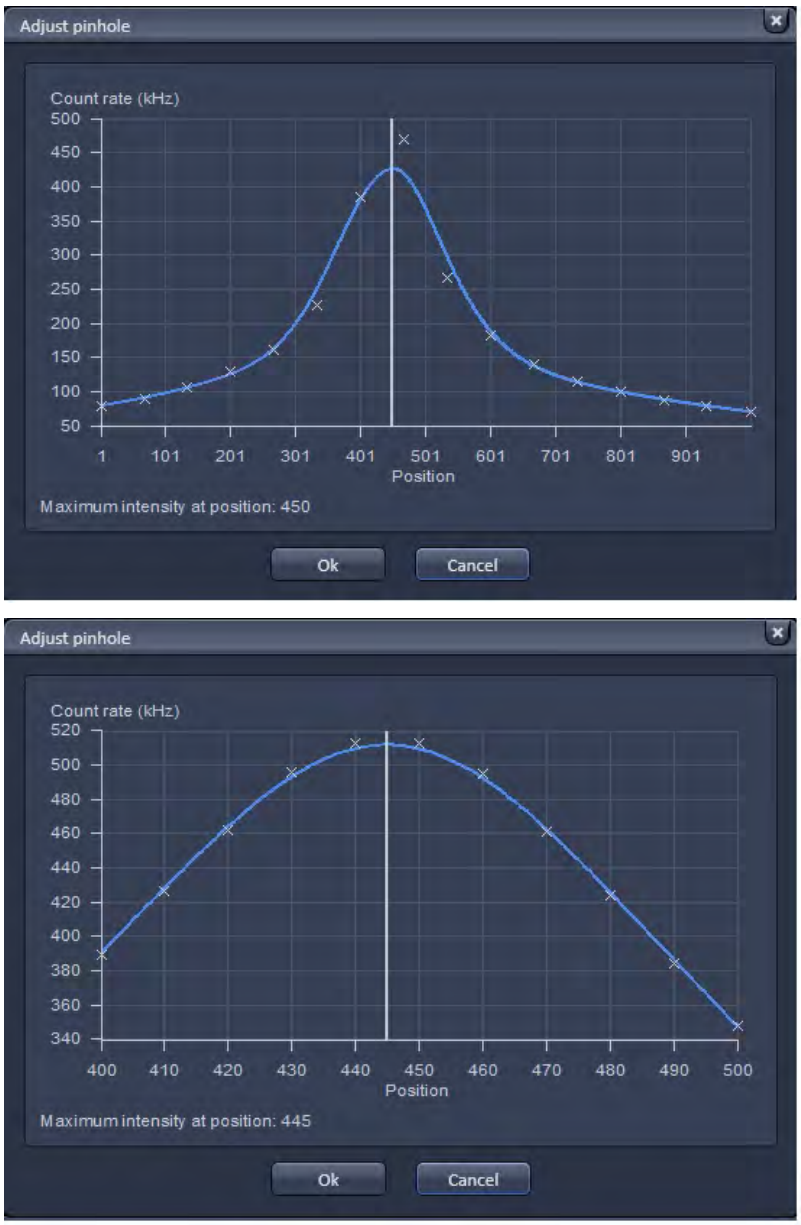

Fig. 270 Automatic Pinhole Adjustment in x coarse (left) and x fine (right)
- Click on the **X** and on **Y** auto adjust buttons to perform a coarse / fine alignment of the pinhole in x and y, respectively. In either case, the **Pinhole Adjustment** window will appear (Fig. 270). In the Count Rate/Position diagram, the crosses correspond to the measured intensity (count rate). The line corresponds to the intensity curve fitted to the data points to find the optimum pinhole position. The pinhole will be automatically positioned to the maximum. If a maximum will not be found in the fine alignment, the system will show a warning message. In this case, a coarse alignment must be performed before the fine adjustment.
- Open the **Pinhole Adjust** window (Fig. 270).